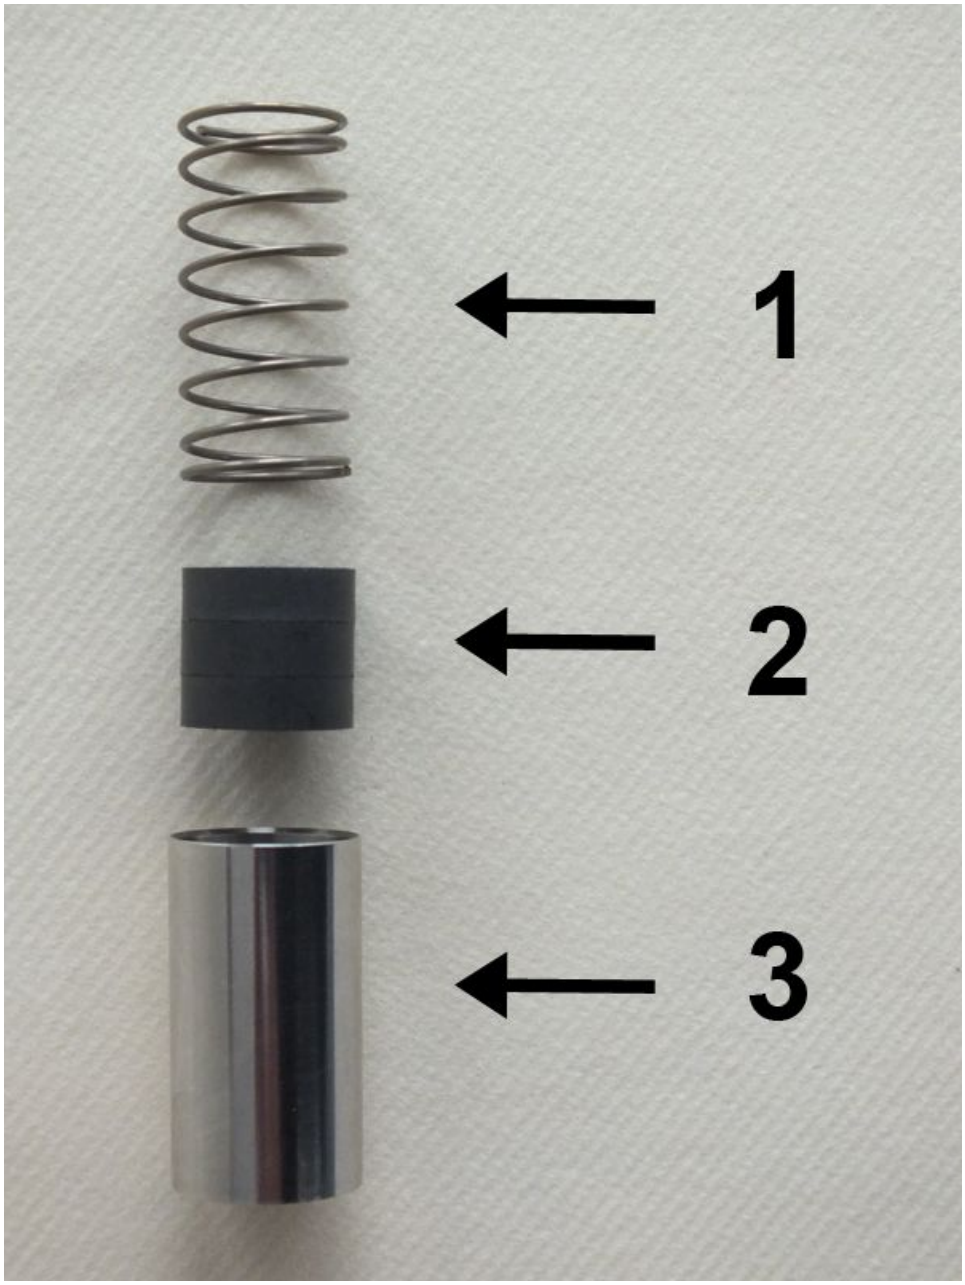

Fig. 48: Inner parts
6. Insert spring (*Fig. 48*/1) with magnets (*Fig. 48*/2) into the float (*Fig. 48*/3), ensuring proper magnetic pole orientation (north pole toward device outlet).